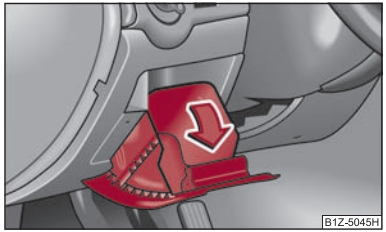

Fig. 72 Tableau de bord : Vide-poches côté conducteur
– Le vide-poches s'ouvre en levant la poignée et le relevant dans le sens de la flèche ⇒ fig. 72.